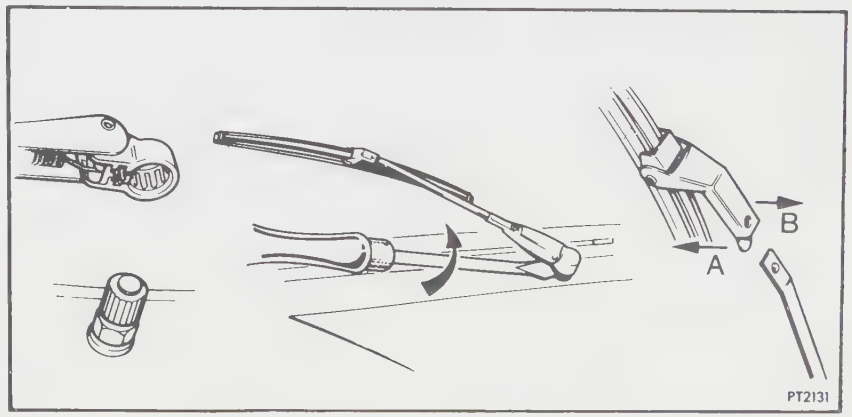

Fig. 1
Renew wiper blade—Lift the wiper arm and blade from the screen so that it falls into its service position. Simultaneously lift clip (A), tilt cage (B), (Fig. 1) and gently pull the wiper blade from the arm.
Removal—Position a screwdriver between the nut and boss and impart a twisting action, (Fig. 1). The clip will lift from the spindle groove and the assembly may then be removed by hand.